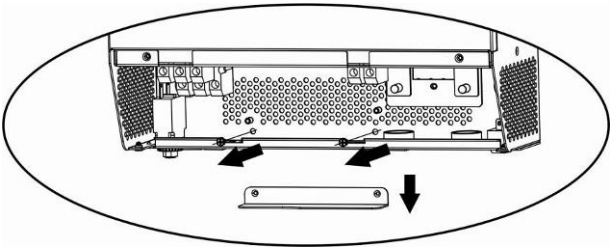

Abb. 6-5 Entnahme der Blende.
- Schritt 3, entnehmen Sie die Blende zur Öffnung der Parallelanschlüsse im Geräteboden (Abb. 6-5):